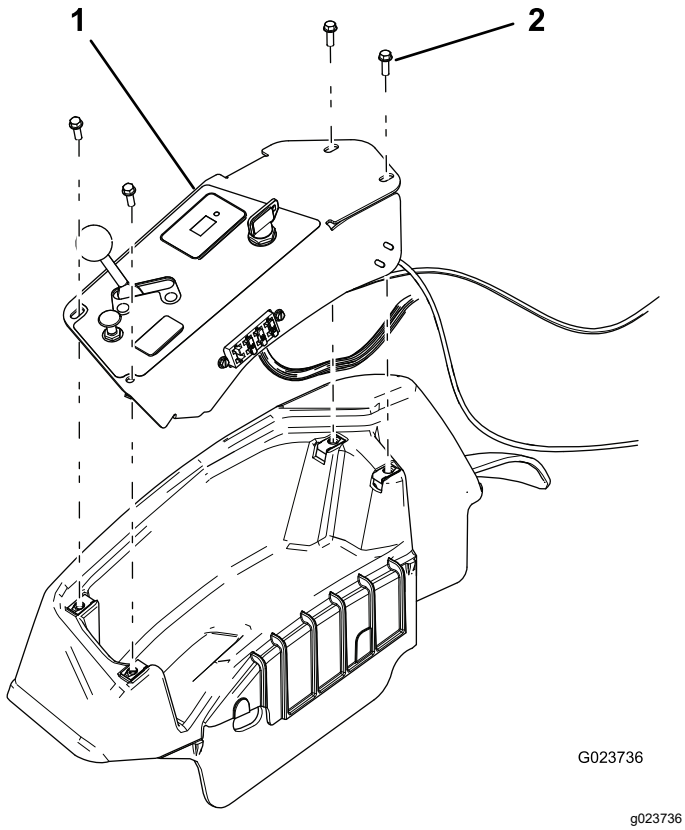

Figure 8
2. Remove the control panel (Figure 8).